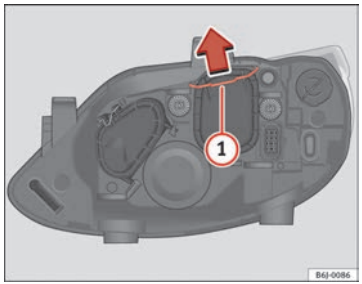

Fig. 156 Luz de cruce
– Desplace el tirante ⇒ fig. 156 (1) en el sentido de la flecha y saque la tapa.